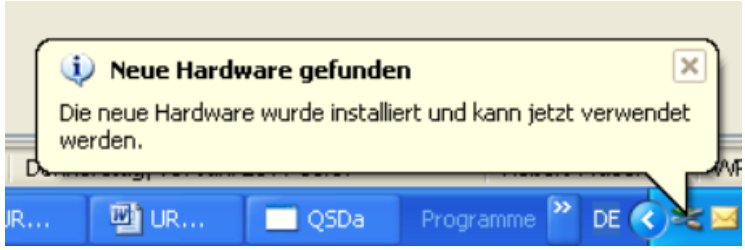

Bild 2 **: Softwarehinweis**
A) Wenn die Treiber korrekt installiert wurden, bestätigt das System nach einigen Sekunden die neue Hardware, wie in Bild 2 dargestellt.